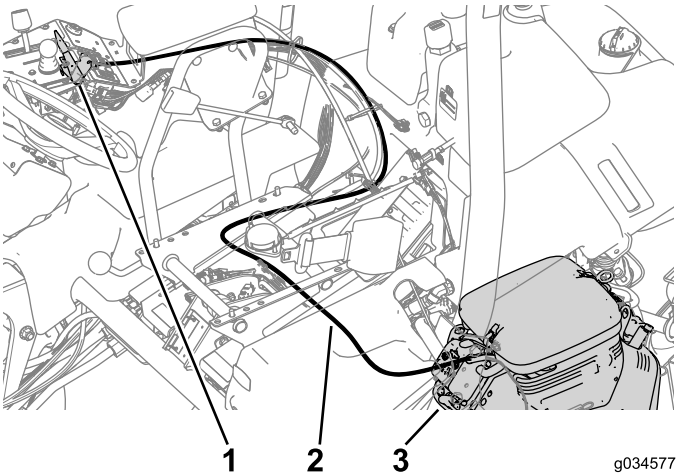

Figure 18
1. Suivez l'acheminement de l'ancien câble de starter pour le nouveau et attachez-le à la machine avec des serre-câbles (Figure 18).
2. Fixez le câble à la commande de starter sur le moteur (Figure 18).